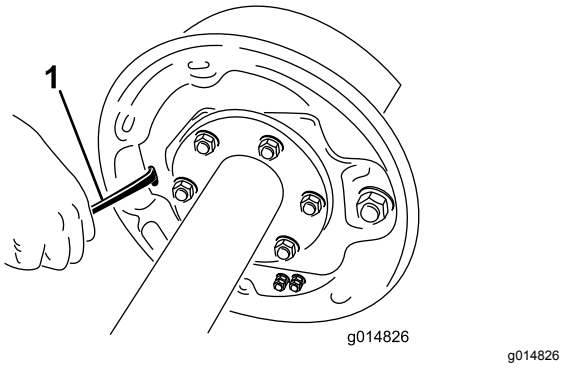

Figur 63
4. Drej stjernehjulet på justeringsmontagen med en skruetrækker for at udvide bremseskoene (Figur 63).